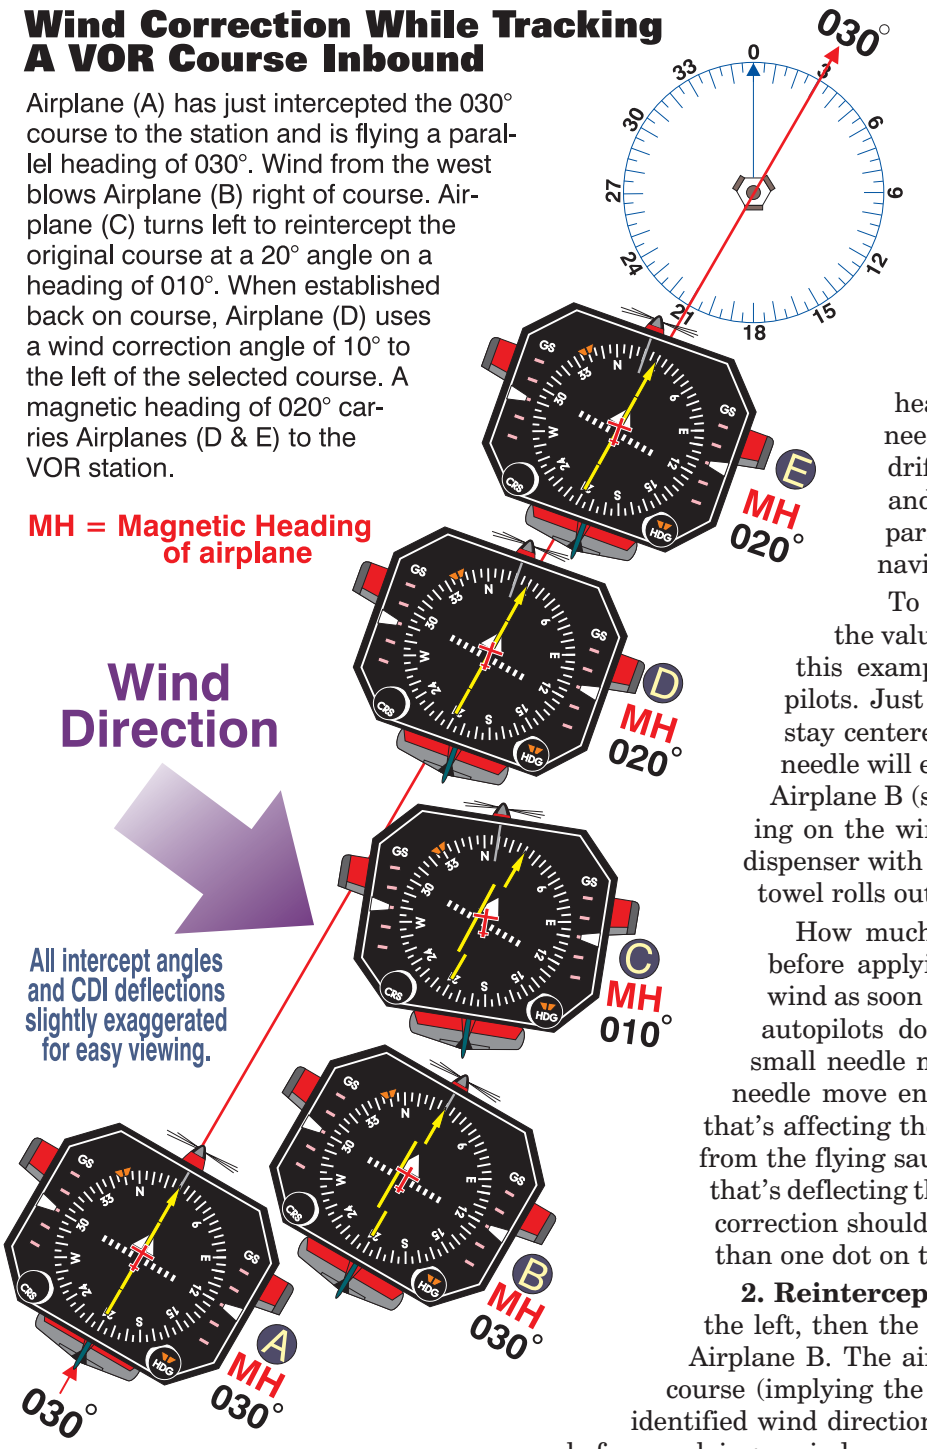
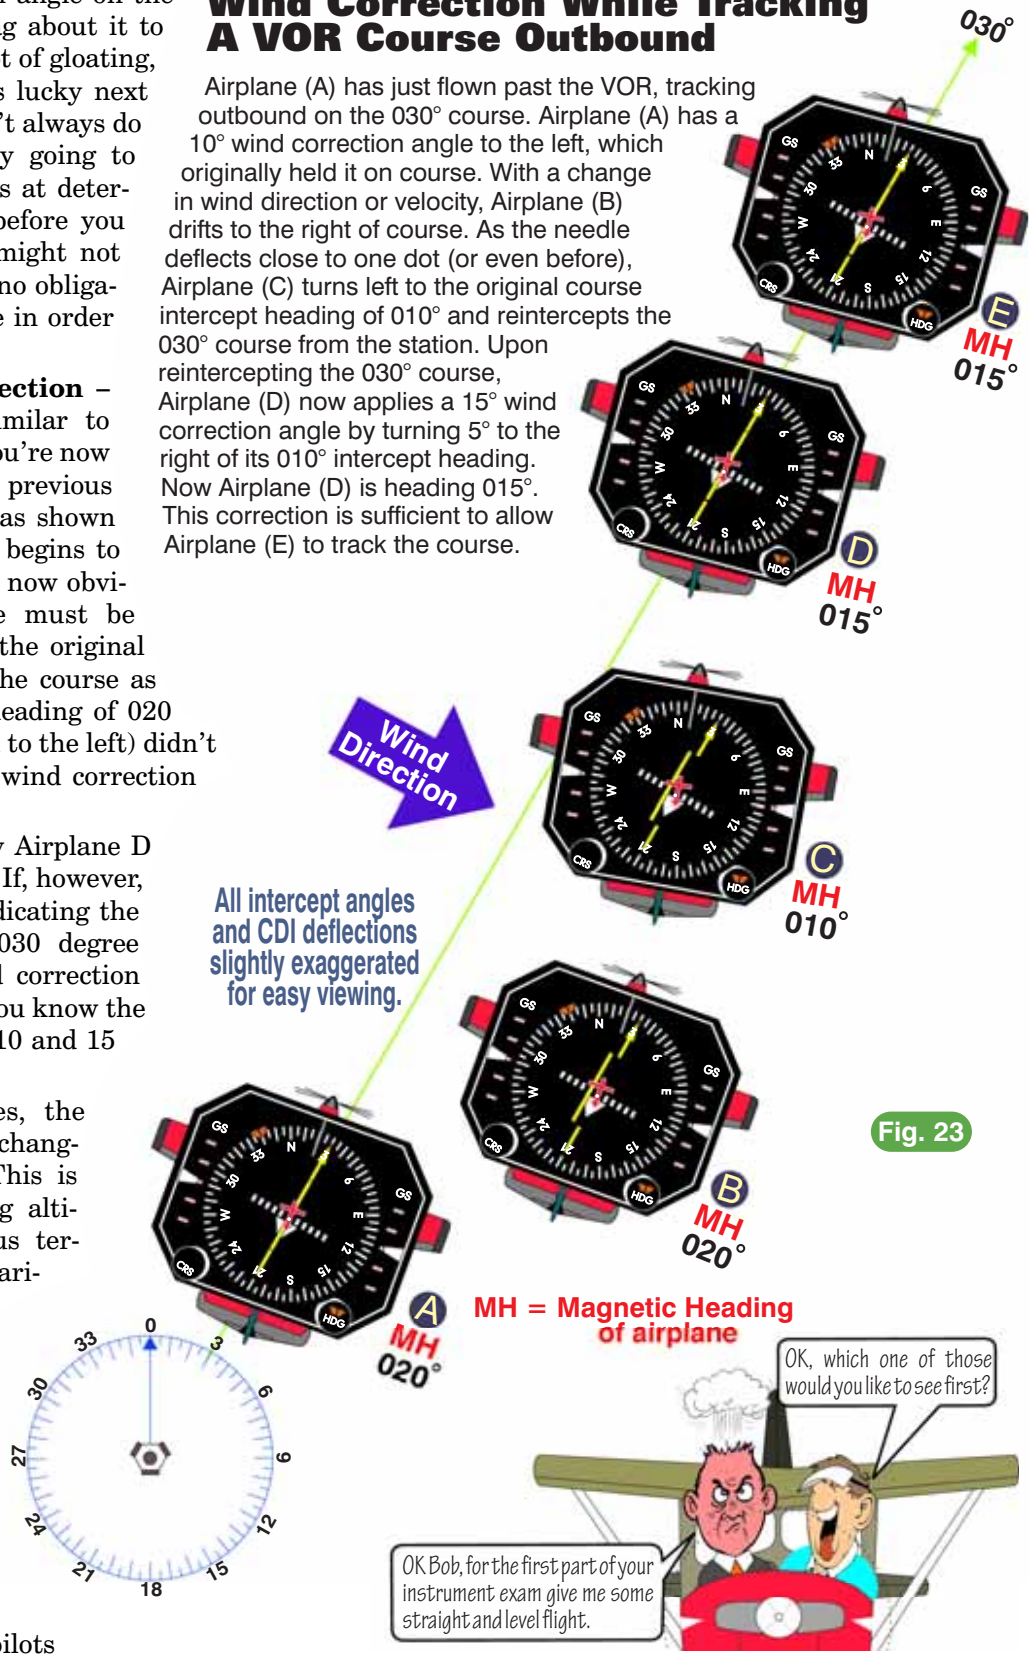

Fig. 22
Fig. 23
1. Identifying the Effect of Wind – Figure 22 depicts Airplane A as having just intercepted the 030 degree course to the VOR. In a no-wind condition, Airplane A could hold a 030 degree heading and fly to the VOR with a centered needle. But with wind, Airplane A is going to drift off course. Determining wind direction and making the proper correction is thus paramount (not Fox or MGM) to successful navigation.
4. Adjusting the Wind Correction – Figure 23 depicts a situation similar to Figure 22. The difference is that you're now tracking *from* a station using the previous 10 degree wind correction angle, as shown by Airplane A. Soon the airplane begins to drift, as shown by Airplane B. It's now obvious your wind correction angle must be changed. Return to 010 degrees, the original intercept angle, and reintercept the course as depicted by Airplane C. Since a heading of 020 degrees (10 degree wind correction to the left) didn't keep you on course, increase the wind correction angle by 5 degrees.